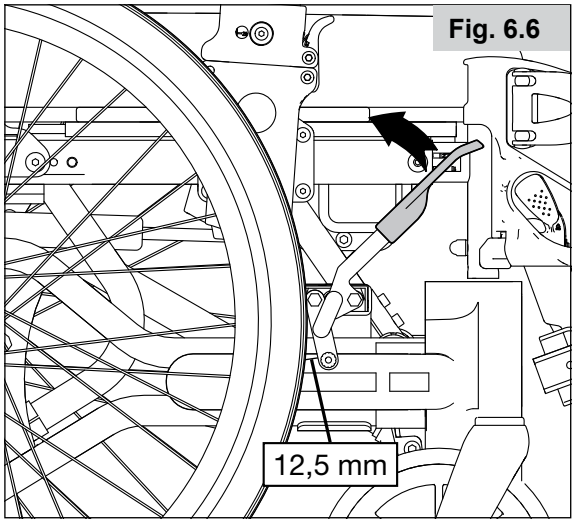

Fig. 6.6
6.6 Ajustar os travões (Fig. 6.6)